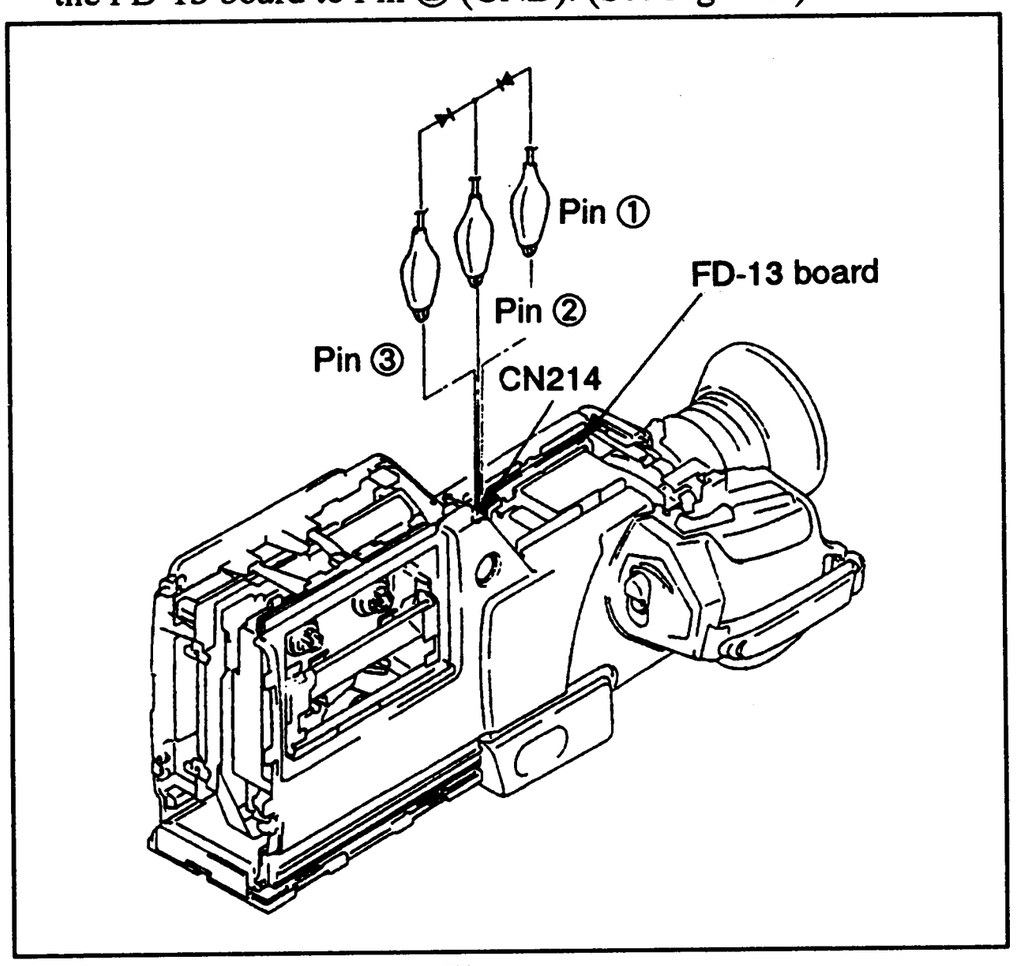

Fig. 8-1.
- Connect Pin ① (TEST B) and Pin ③ (TEST A) of CN214 on the FD-13 board to Pin ② (GND). (See Fig. 8-1.)